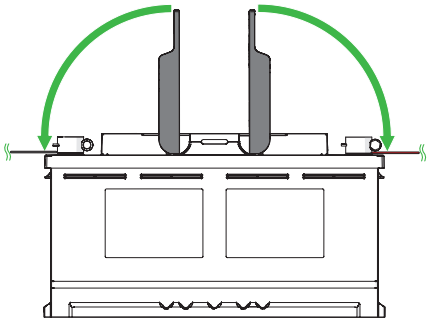

Figure 5. Placer les poignées sur les bornes.
4. Placer les poignées sur les bornes (figure 5).